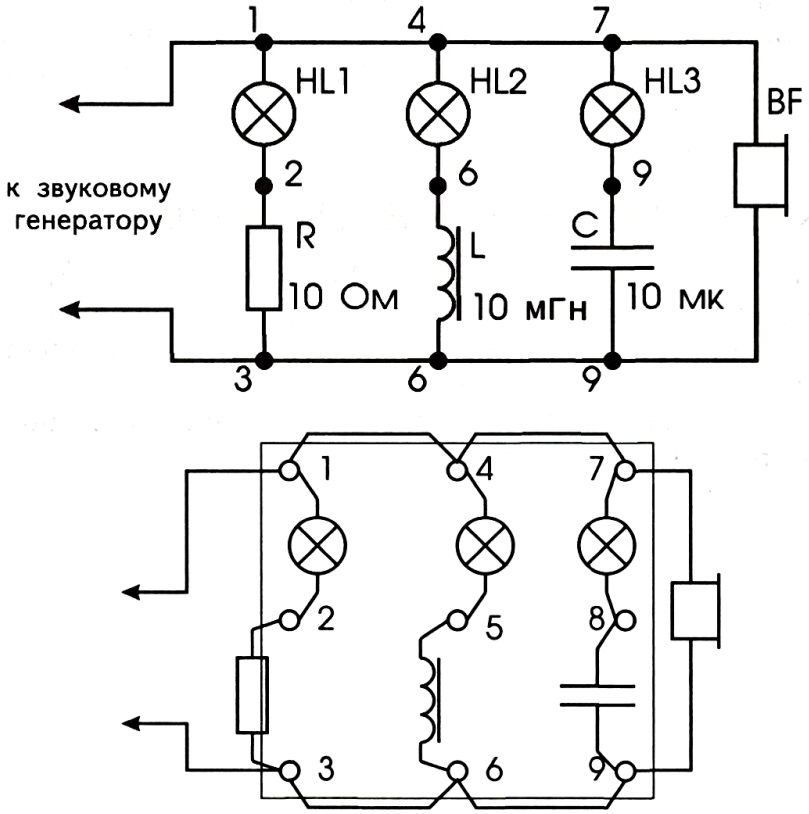

Рис. 1
1. Соберите электрическую цепь по рис. 1. В ней на каждую из трех миниатюрных ламп накаливания переменное напряжение от звукового генератора подается через сопротивление: в одном случае через активное **R**, в другом – индуктивное $\mathbf{X_L}$, в третьем – емкостное $\mathbf{X_C}$. Подключенный к ним параллельно головной телефон **BF** служит для звуковой индикации частоты тока в цепи.
1. Из схемы, изображенной на рис. 1, исключите лампу **HL1** с резистором **R**.